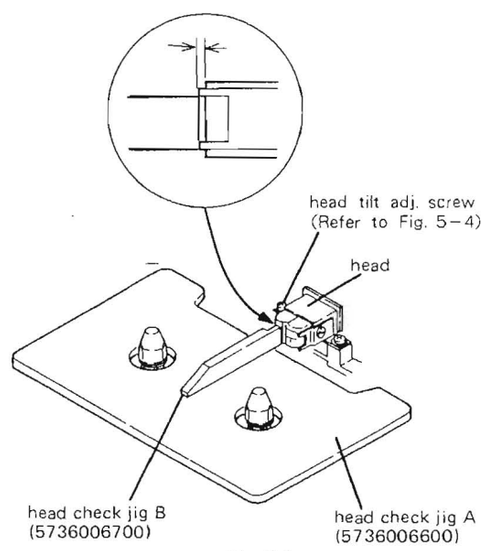

Fig. 5-3
3. Apply jig B to head and check for tilt. (Fig. 5-3)
1. With the deck in STOP mode, adjust the trim pot R547 (Fig. 5-3) so that the head base comes to the lowest position.